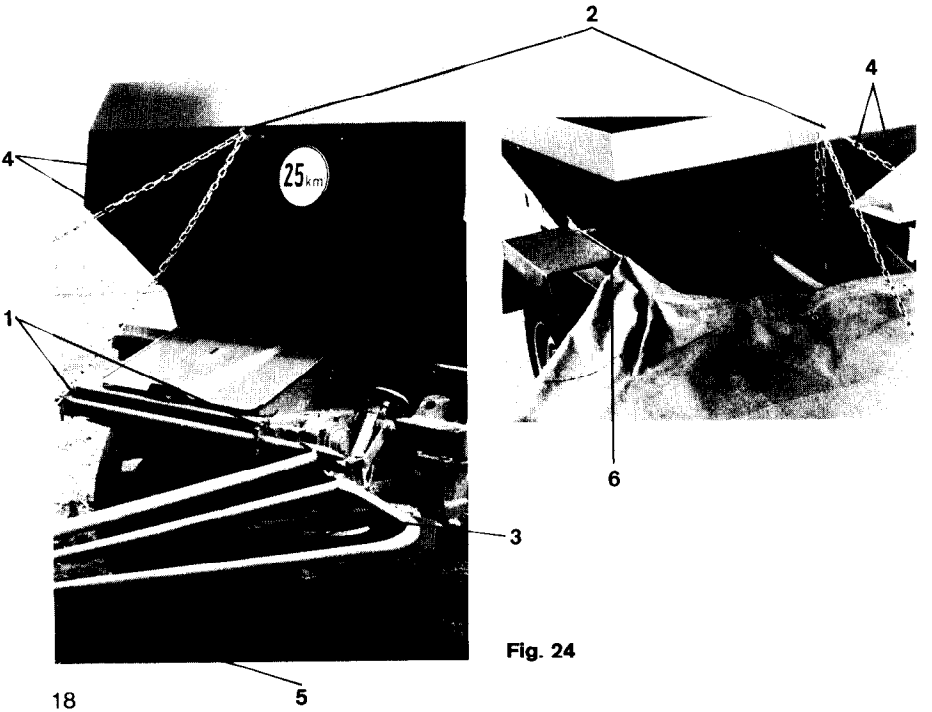

Fig. 24
Mit dem Normalstreuwerk (Fig. 13) werden vorzugsweise gekörnte und kristalline Düngemittel gestreut. Zum Ausstreuen von pulverförmigen Düngemitteln empfehlen wir den Staubschutz (Fig. 24).
4. **Staubschutz für Normalstreuwerk** zum Ausstreuen pulverförmiger trockener Düngersorten. Zum Anbau des Staubschutzes werden zunächst die Halterungen (Fig. 24/1) links und rechts am hinteren Querträger und der Haken (Fig. 24/2) an der Kastenrückwand von innen nach außen zeigend festgeschraubt. Anschließend ist der Staubschutzrahmen so in die angeschraubten Halterungen (Fig. 24/1) zu schieben und durch Bolzen mit Federvorsteckern zu sichern, daß die Rückholfedern (Fig. 24/3) der Ausleger nach unten zeigen. Das Staubschutztuch wird auf den Rahmen gelegt und mit zwei Ösen zusammen mit je einem Ende der beiden Ketten (Fig. 24/4) auf die Zapfen hinten am Rahmenmittelteil gesteckt und durch Scheiben und Federvorstecker gesichert. Die anderen Enden der beiden Ketten sind entsprechend der geforderten Höhe des Staubschutztuches vom Erdboden am Haken (Fig. 24/2) einzuhaken. Die äußeren hinteren Ecken des Staubschutztuches werden an den Enden der Rahmenausleger festgeschraubt (Fig. 24/5) und die vorderen Ecken mit Expanderschnüren (Fig. 24/6) an den Kastenstützen befestigt. Gegen Windeinflüsse ist das Staubschutztuch vorn an den Tuchösen mit PVC-Schnur am Rahmenmittelteil zu befestigen.